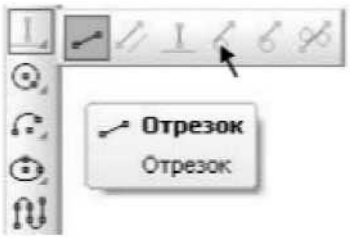

Рис. 2. Ввод отрезка при помощи Панели расширенных команд.
7.3. Отрезки. Задаются на Панели инструментов щелчком кнопки мыши на кнопке Ввод отрезка (рис. 2).